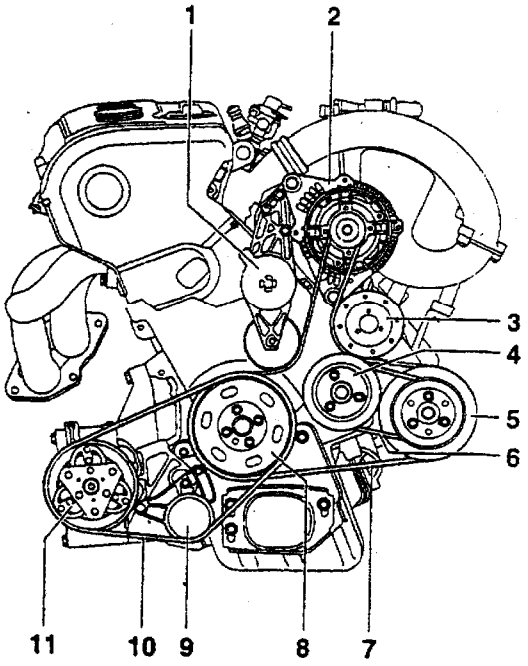

图 1－20　发动机多楔带
发动机多楔带的布置如图 1－20 所示。
(1) 拆卸：拆卸多楔带前，须用粉笔标出旋转方向。如果旧皮带沿错误方向旋转，可能导致皮带断裂。安装时，应确保皮带正确坐落在皮带轮槽内。
①按本节“一”中的步骤将发动机从汽车上拆卸下来。
②松开空调压缩机多楔带张紧轮紧固螺栓（见图 1－12 箭头所示），松开皮带并拆下。
③放松多楔带，沿图 1－13 箭头所示方向转动张紧装置），拆下多楔带，放开张紧装置。